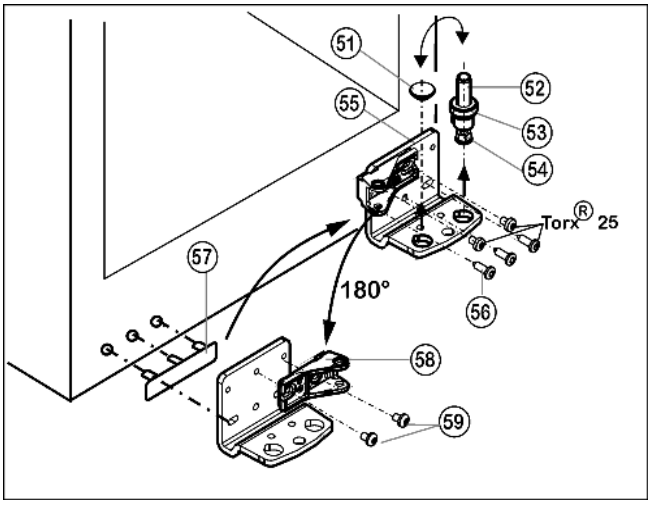

Fig. 15
- ▶ Lift out the bearing pin *Fig. 15 (52)* together with washer *Fig. 15 (45)* and adjustable-height foot *Fig. 15 (54)*.
- ▶ Lift out the stopper *Fig. 15 (51)*.
- ▶ Unscrew *Fig. 15 (56)* the turn hinge *Fig. 15 (55)*.
- ▶ Unscrew the bearing element *Fig. 15 (58)*, turn it through 180° and screw it firmly into place again inside.
- ▶ Carefully lift off the cover on the handle side *Fig. 15 (57)* and transfer it to the opposite side.
- ▶ Screw the bottom turn hinge *Fig. 15 (55)* firmly into place **(with 4 Nm)** on the new hinge side, possibly using a cordless screwdriver.
- ▶ Re-insert the stopper *Fig. 15 (51)* into the other hole.
- ▶ Re-insert the bearing pin *Fig. 15 (52)* together with the washer and adjustable-height foot. In so doing, pay attention that the locating lug points backwards
- ▶ Place the door from above onto the bearing pin *Fig. 15 (52)*.